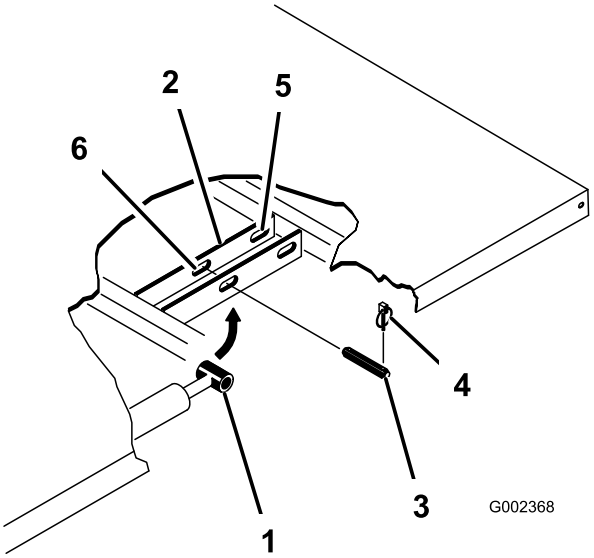

Figur 42
4. Tag ringstifterne af de yderste ender af cylinderstangens gaffelbolte (Figur 42).
5. Afmonter de gaffelbolte, der fastgør cylinderstangens ender til ladmonteringspladerne, ved at skubbe boltene indad (Figur 42).
6. Afmonter de ringstifter og gaffelbolte, der fastgør aksebeslagene på stelkanalerne (Figur 42).